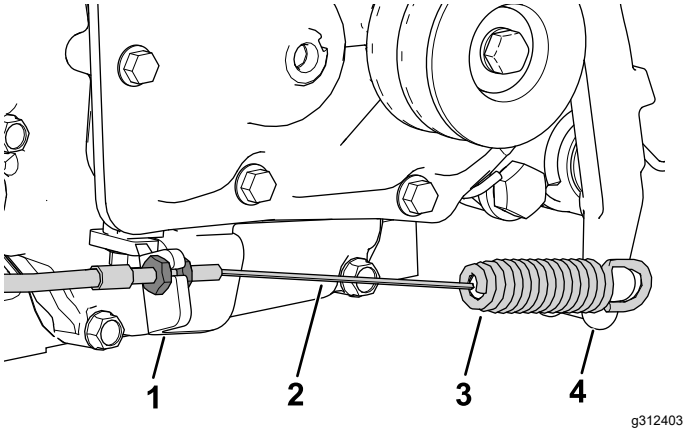

Figure 5
5. Passez le câble d'embrayage dans la patte d'embrayage (Figure 5).
6. Fixez le côté ressort du câble d'embrayage au levier d'embrayage (Figure 5).